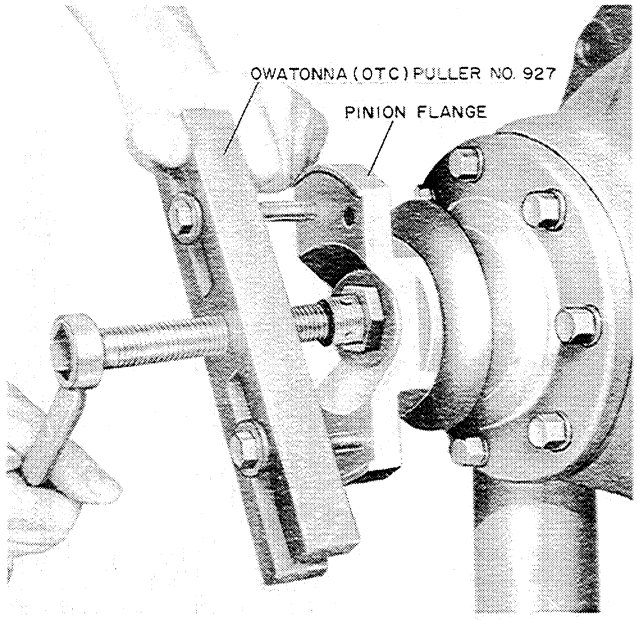

Figure T-39
2. Remove the pinion flange using an OTC No. 927 puller or equivalent as shown in Figure T-39.